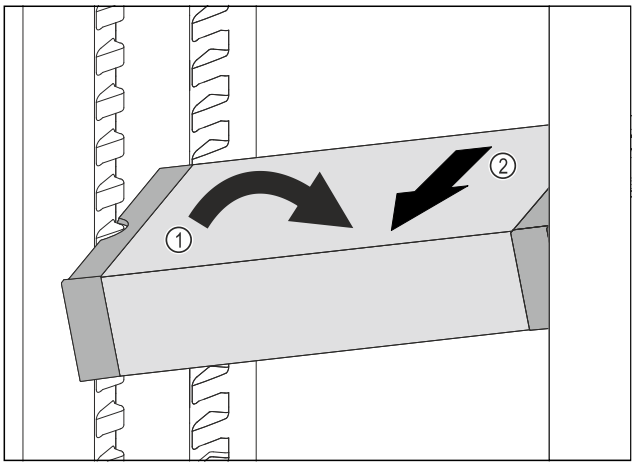

*Fig. 114*
▶ Poziționați oblic VarioSafe în frigider. *Fig. 114 (1)*
▶ Extrageți VarioSafe spre înainte. *Fig. 114 (2)*